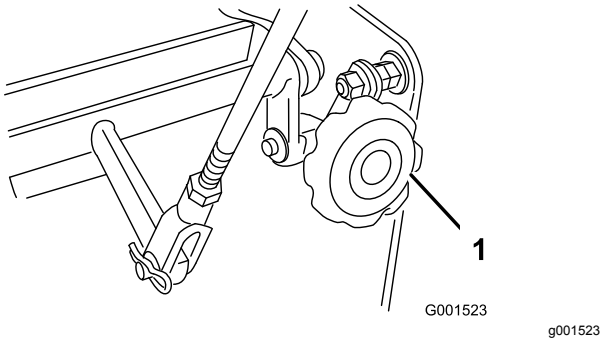

**Figur 41**
4. Vrid snabbspårningsvredet om maskinen spårar bättre på ena sidan än den andra. Vrid vredet åt höger för att svänga åt höger och åt vänster för att svänga åt vänster (Figur 41).